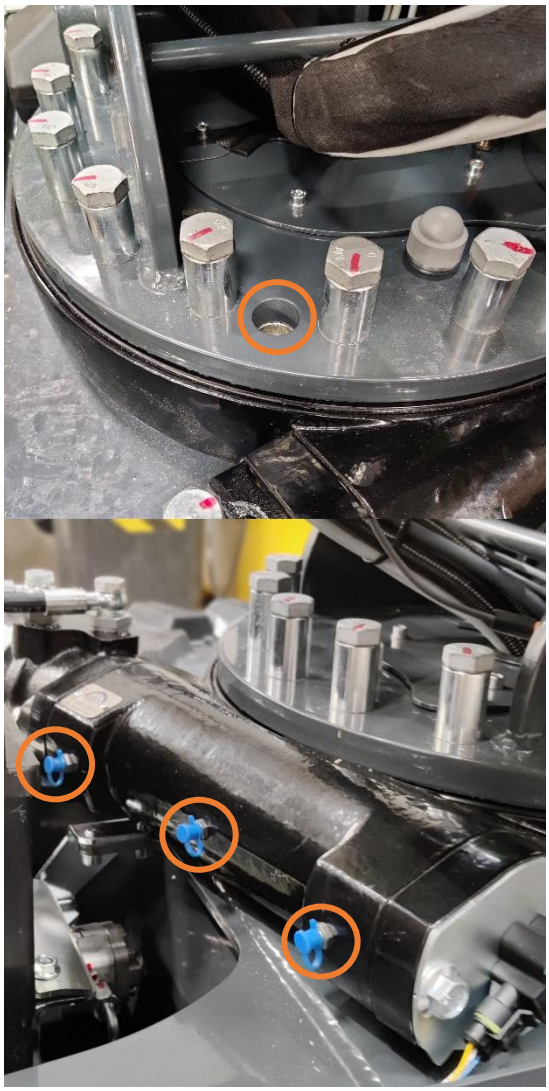
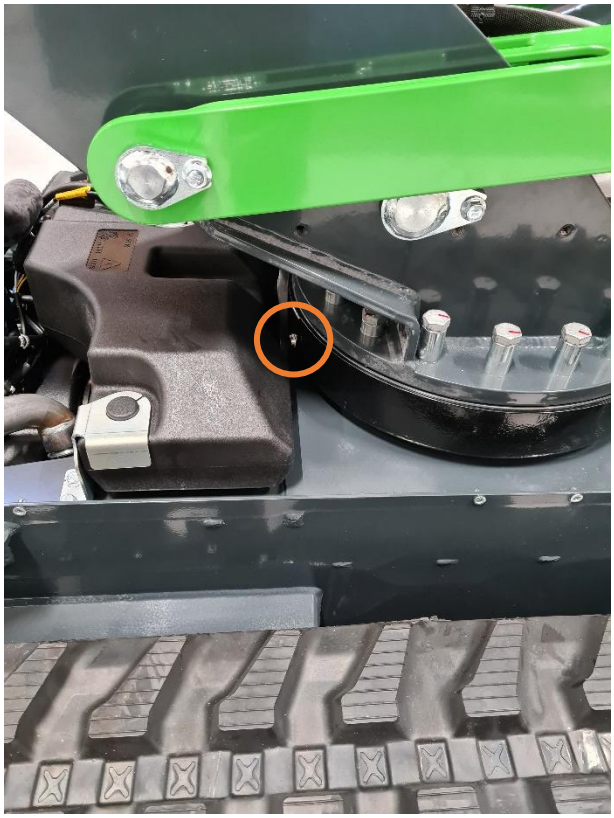

Figure 16. Points de lubrification de la couronne d'orientation
Figure 17. Vis de dépression de la couronne d'orientation
La couronne d'orientation de la plateforme d'accès doit être lubrifiée tous les mois. Il est important de noter que la couronne d'orientation comporte quatre (4) points de lubrification distincts (figure 16), lesquels doivent tous être lubrifiés individuellement. Vous trouverez une vis de décompression (figure 17) sur le côté opposé de l'engrenage à vis sans fin de la couronne d'orientation, qui doit être ouverte lors de la lubrification de la couronne d'orientation afin d'éviter que le joint ne se détache. Un raccord et un tube peuvent être montés en option à la place de la vis. Dans ce cas, elle n'a pas besoin d'être ouverte. Il y a 3 points de lubrification près de la batterie, sur le côté de la couronne d'orientation. Ils sont liés à l'engrenage à vis sans fin et à ses roulements. L'un (1) des points de lubrification, celui qui se trouve sur le dessus de la couronne d'orientation (orifice dans le socle), est lié aux roulements à billes des bagues. Lors de l'application de lubrifiant sur ce point de lubrification, il est important d'appliquer le lubrifiant tout autour de la couronne d'orientation. Pour ce faire, appliquez le lubrifiant, pivotez d'environ 20°, puis appliquez à nouveau du lubrifiant. Continuez jusqu'à ce que la couronne d'orientation soit complètement lubrifiée (360°).